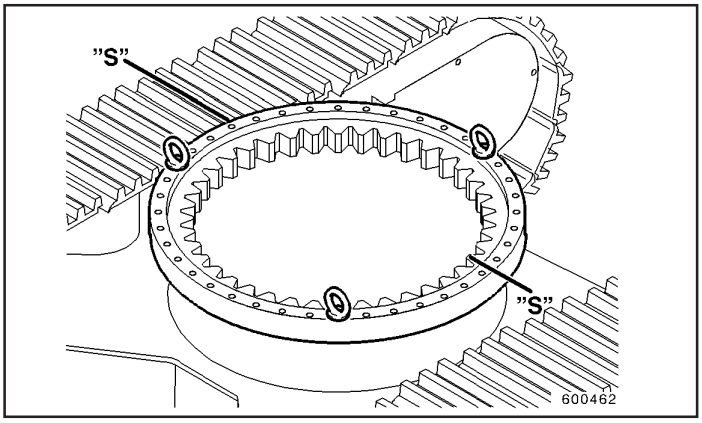

Fig.7
- Coloque o novo rolamento de giro no equipamento de içamento. Gire as pistas de rolamento, interna e externa, até que a marca “S” da pista externa esteja a 90° da direção de translação e a marca “S” da pista interna, no lado oposto (Fig.7).